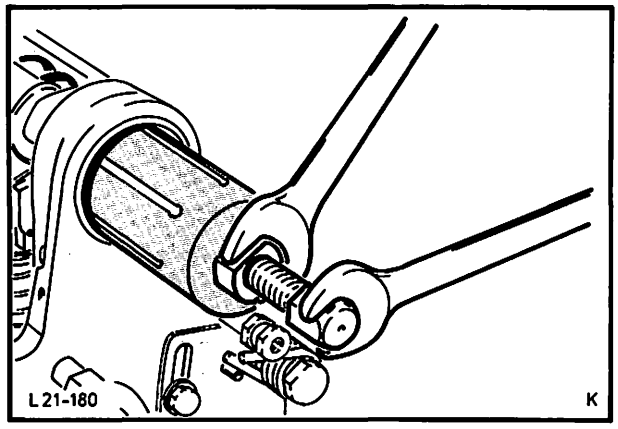

Abb. 263 Radialdichtring mit Spezialwerkzeug 21-008-A ausbauen
4. Zahnriemenrad-Nockenwelle und Anlaufblech abnehmen. Radialdichtring mit Spezialwerkzeug 21-008-A ausbauen, Abb. 263.